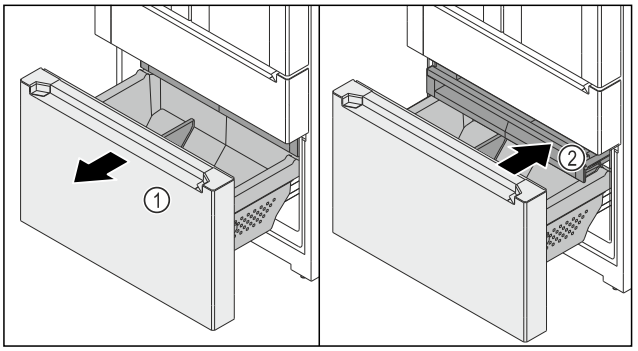

Fig. 152
- ▶ Extrageți căruciorul de extragere *Fig. 152 (1)* până la opritor.
- ▷ Sertarul *Fig. 152 (2)* este extras automat.
- ▶ Împingeți în interior sertarul *Fig. 152 (2)*.